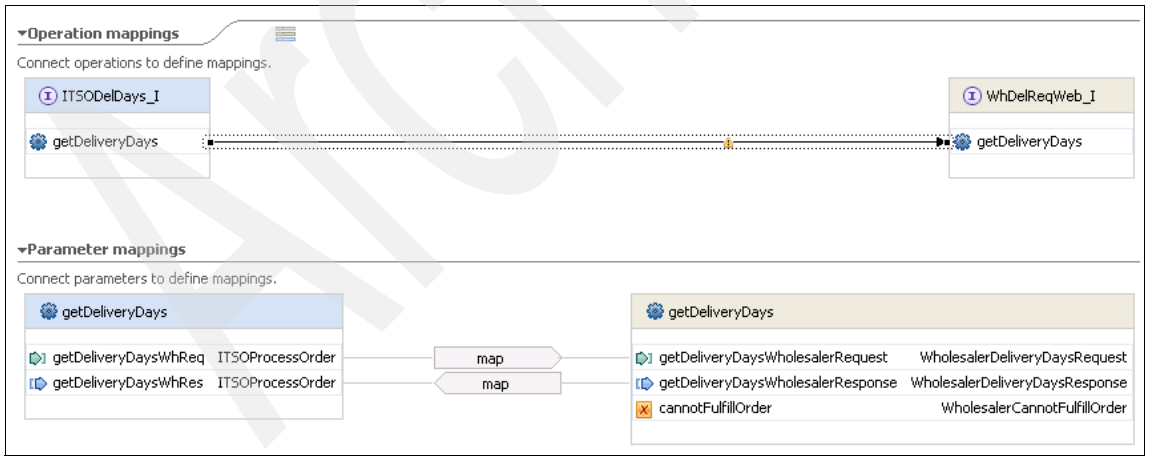

Figure 10-86 Interface map ITSO_to_WhA_Del
g. Build the interface map ITSO_to_WhA_Del in the ITSOElectronics module, as shown in Figure 10-86.